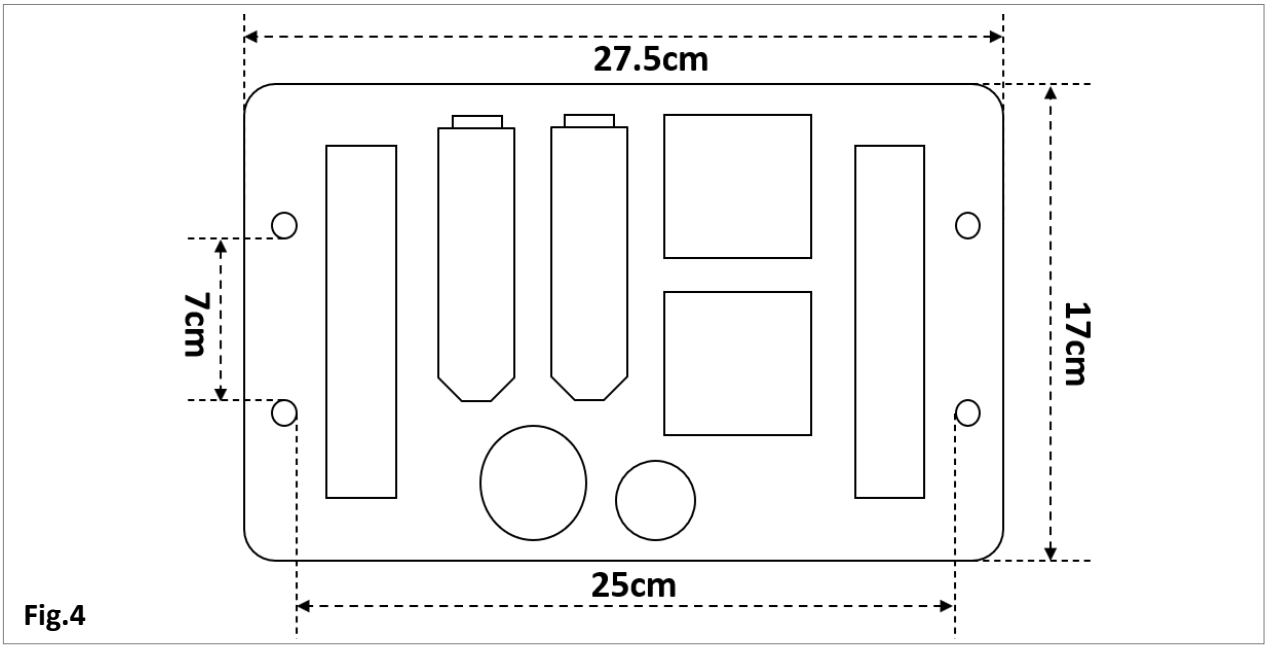

Fig.4
- **Fundación de Concreto:** Para un funcionamiento estable, use una base de concreto de aproximadamente 38 x 27 x 21cm de profundidad para soportar la unidad base del operador de la puerta. Coloque la base metálica de montaje proporcionada (Fig.4) sobre la base para una instalación adecuada.